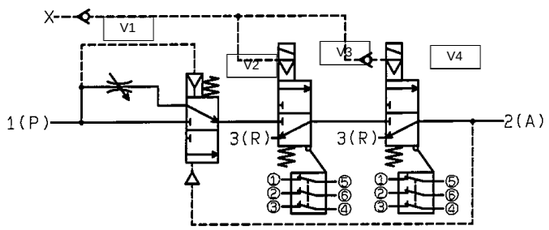
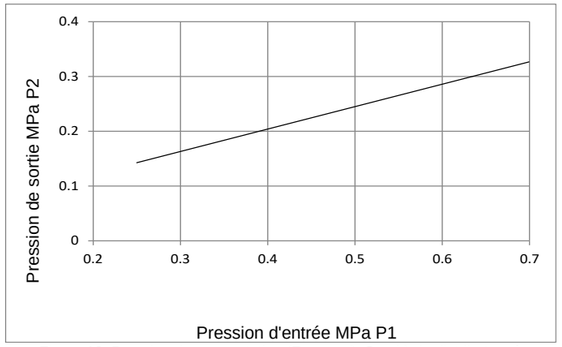

Figure 9. Pilote externe (variante de commutateur Rockwell affichée à titre de référence)
Figure 10. Pression de commutation (Fermer → Ouvrir) du distributeur à démarrage progressif V2
- Dans une application liée à la sécurité, le système de sécurité de la machine activera les vannes de sécurité (V3 et V4 dans la Figure 9) lorsque la machine pourra fonctionner sans problème. Lorsque les deux distributeurs sont activés, l'air circule dans le système protégé via l'orifice 2 (A). Le débit est initialement limité par la vanne à pointeau V1 et la pression dans le système protégé restera faible à mesure que le système se remplira ou que les actionneurs se déplaceront lentement. La pression finira par augmenter lorsque le système sera plein ou que les actionneurs s'immobiliseront. Lorsque la pression de P2 augmente (voir figure 10), la vanne V2 commute et le distributeur V1 est court-circuité. Dans ces conditions, l'air circulera dans le système protégé selon les chiffres indiqués à la section 2.3.